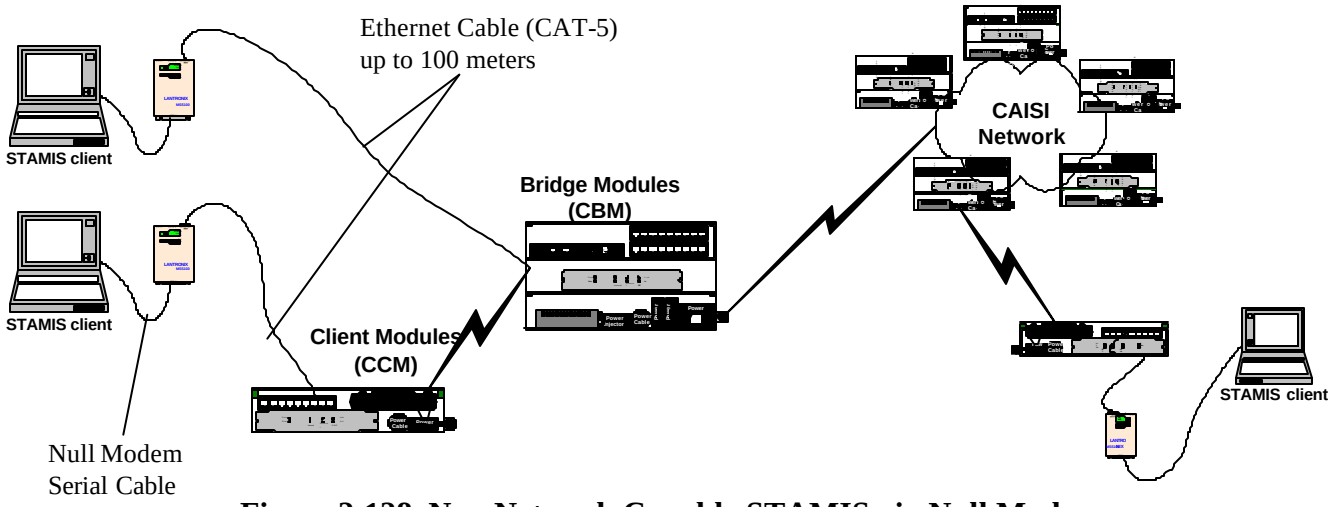

Figure 2-128 Non-Network Capable STAMIS via Null Modem
2. **Non-Network capable systems**. (Figure 2-128)